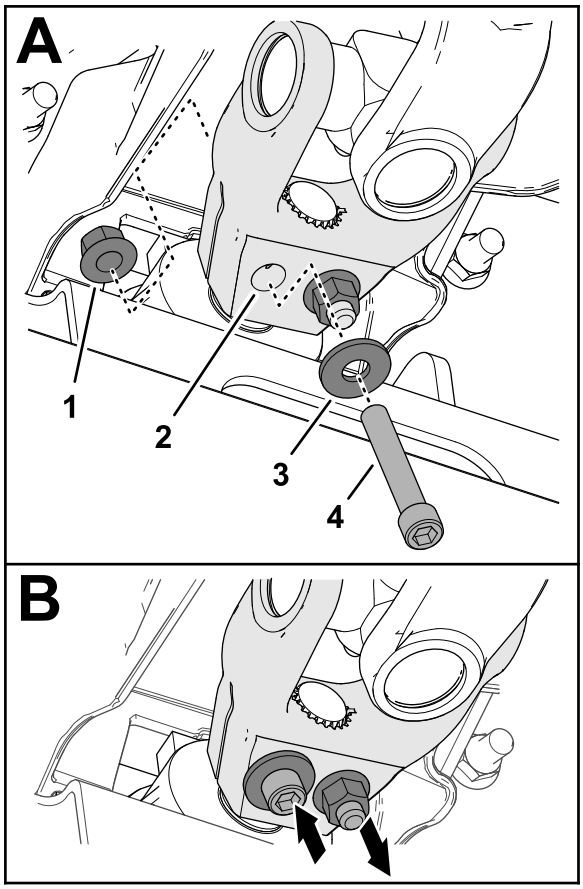

Figura 17
6. Montate un bullone senza dado a brugola (⅜" x 2¼") attraverso una rondella (⅜") e il foro nella forcella dell'albero di trasmissione (Figura 17), e fissate il bullone senza dado con un dado di bloccaggio flangiato (⅜").
7. Montate un bullone senza dado a brugola (⅜" x 2¼") attraverso una rondella (⅜") e il foro nella forcella dell'albero di trasmissione dalla direzione opposta (Figura 17), e fissate il bullone senza dado con un dado di bloccaggio flangiato (⅜").